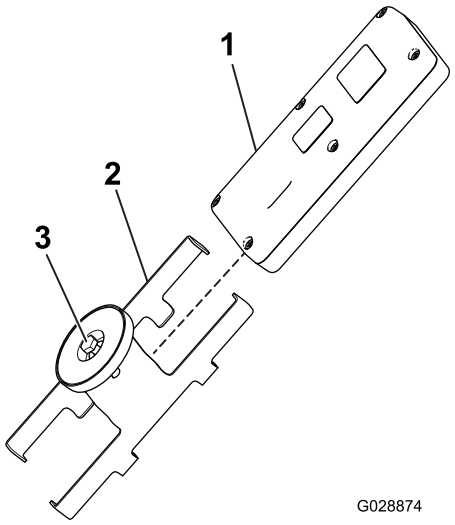

**Rysunek 36**
1. Poluzuj śrubę w magnesie uchwytu magnetycznego (Rysunek 36).
2. Rozsuń połówki uchwytu i wyjmij pilot z uchwytu (Rysunek 36).
8. Załóż pilot zdalnego sterowania na uchwyt magnetyczny, dosuń połówki do siebie, aby zamocować pilota, a następnie dokręć śrubę w magnesie (Rysunek 36).